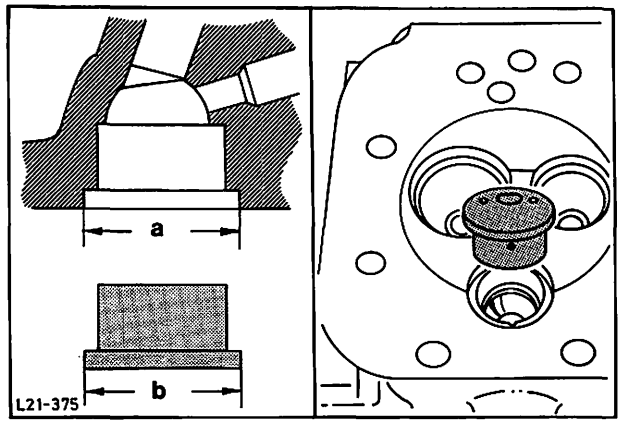

Abb. 127 Wirbelkammer in Zylinderkopf einsetzen
17. Neue Wirbelkammern in Zylinderkopf einbauen, Abb. 127.